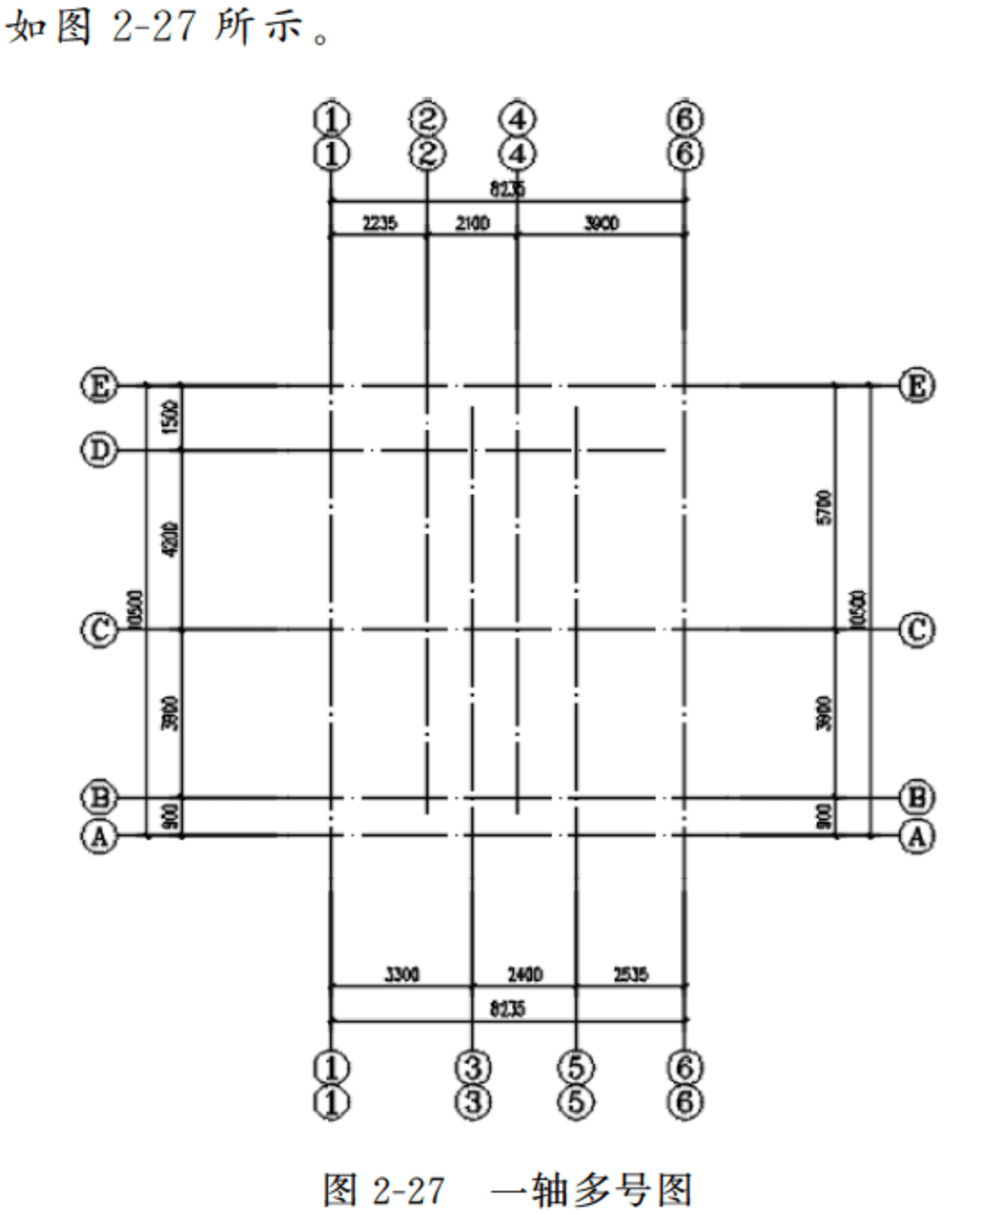

图 2-27　一轴多号图
绘制一轴多号如图 2-27 所示。
（1）单击菜单中“轴网柱子”→“一轴多号”命令，框选轴号①～⑥，复制的排数设置为“1”，结果如图 2-27 所示。命令行提示如下。